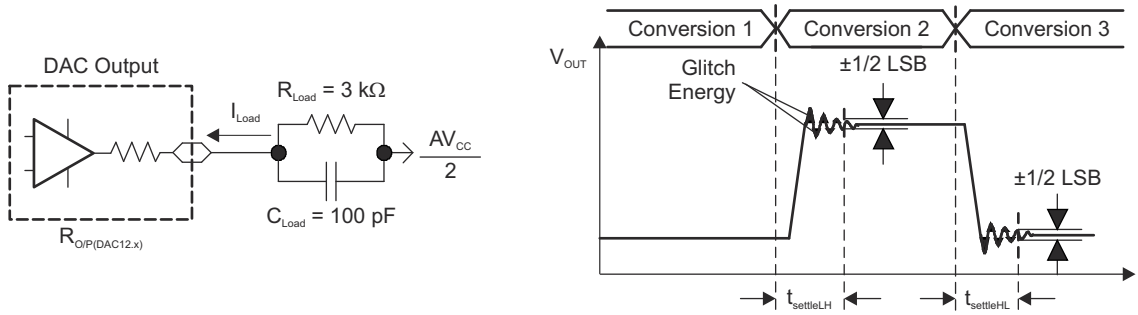
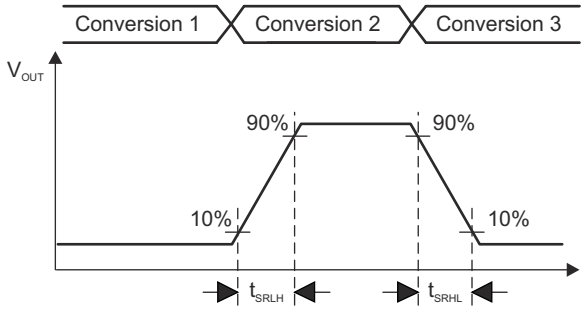

図 8-19. Settling Time and Glitch Energy Testing
図 8-20. Slew Rate Testing
$V_{REF} = V_{CC}$, DAC12IR = 1 (see 図 8-19 and 図 8-20), over recommended ranges of supply voltage and operating free-air temperature (unless otherwise noted)
(1) R_{Load} and C_{Load} connected to AV_{SS} (not $AV_{CC}/2$) in 図 8-19.
(2) Slew rate applies to output voltage steps ≥ 200 mV.